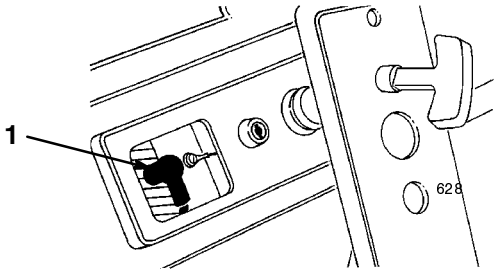

**Figur 20**
5. Lossa tändkabeln från tändstiftet (figur 20).
1. Ta bort de tre monteringsskruvarna som fäster reglageplåten till huset (figur 20).
3. Ta bort de tre skruvarna som fäster reglageplåten till huset (figur 20).